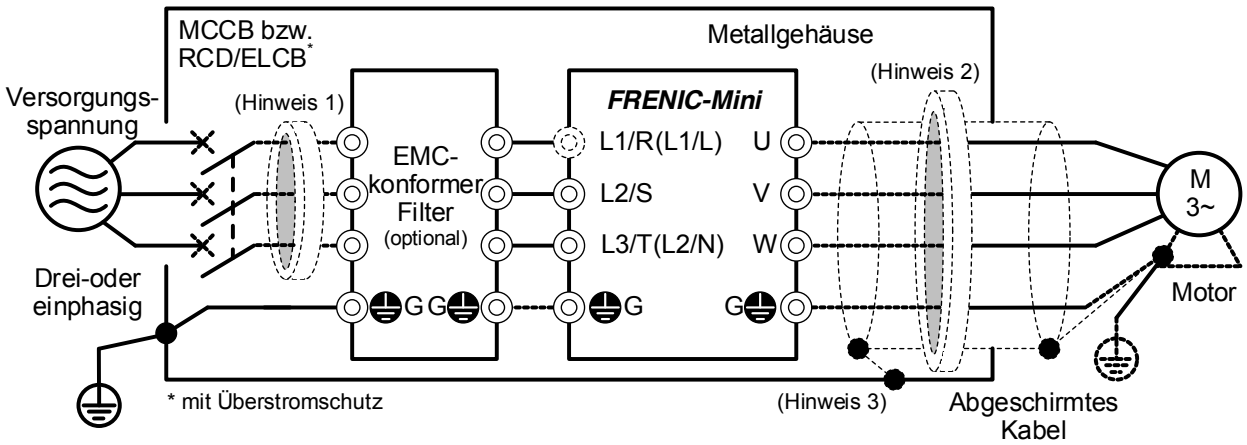

Abbildung 11.1 Einbau des Frequenzumrichters mit EMV-Filter in ein Metallgehäuse
3) Wenn die vom Frequenzumrichter erzeugten Störsignale den zulässigen Pegel überschreiten, bauen Sie den Frequenzumrichter und dessen Peripheriegeräte wie in Bild 11.1 gezeigt in ein Metallgehäuse ein.